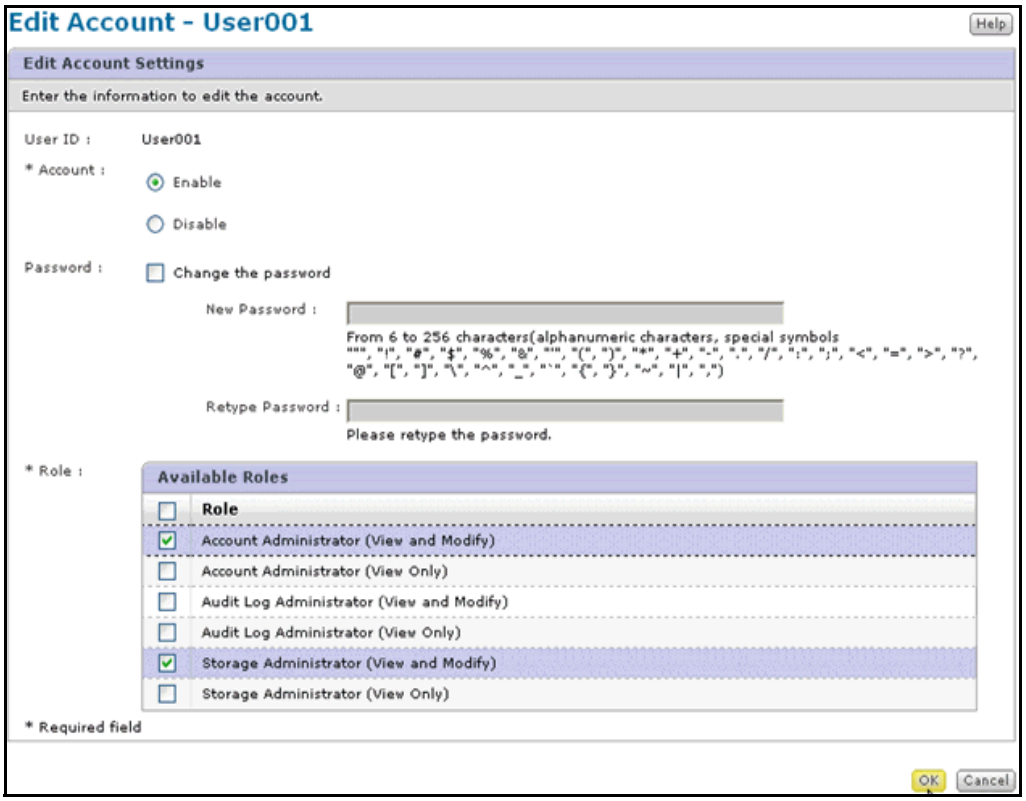

Figure 3-8: Edit Account Window
5. Select the account from the Account list you want to modify, and then click **Edit Account**. The Edit Account screen appears. The **Edit Account** window appears, as shown in Figure 3-8.